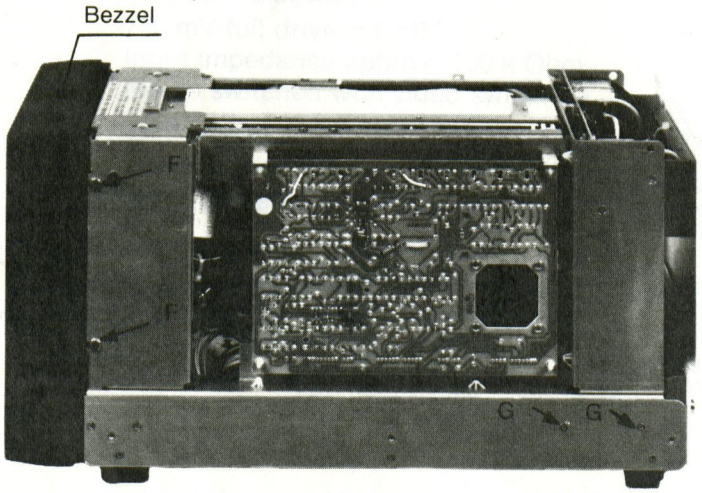

Figure 5
g) Unscrew at each side two screws indicated with F in figure 5.
d) Unscrew at each side two screws (indicated with G in figure 5).